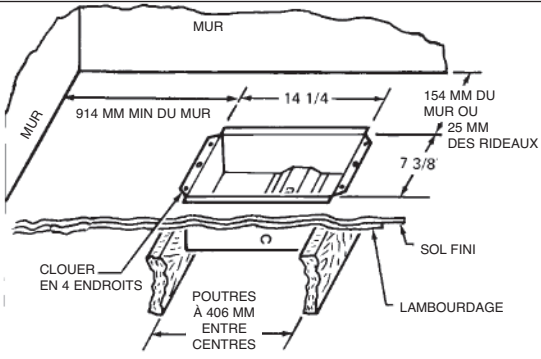

Figure 1
1. Prévoir un trou de 187 par 362 mm dans le sol à au moins 152 mm du mur avec le côté le plus long parallèle au mur conformément à la figure 1.